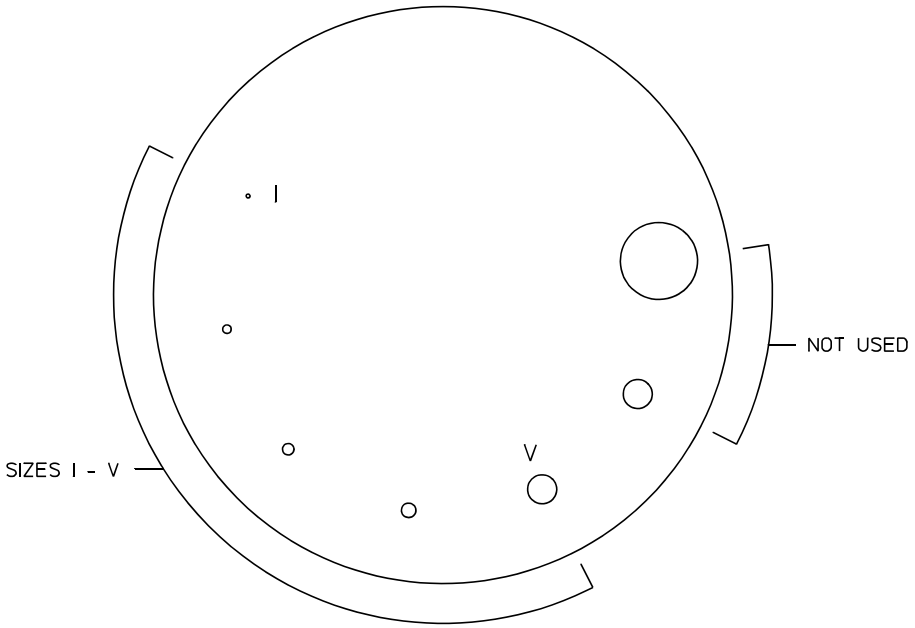

FIGURE 4-5. Aperture Wheel
3) On the patient side of the aperture wheel (Figure 4-5), locate the reflected image of the III stimulus.